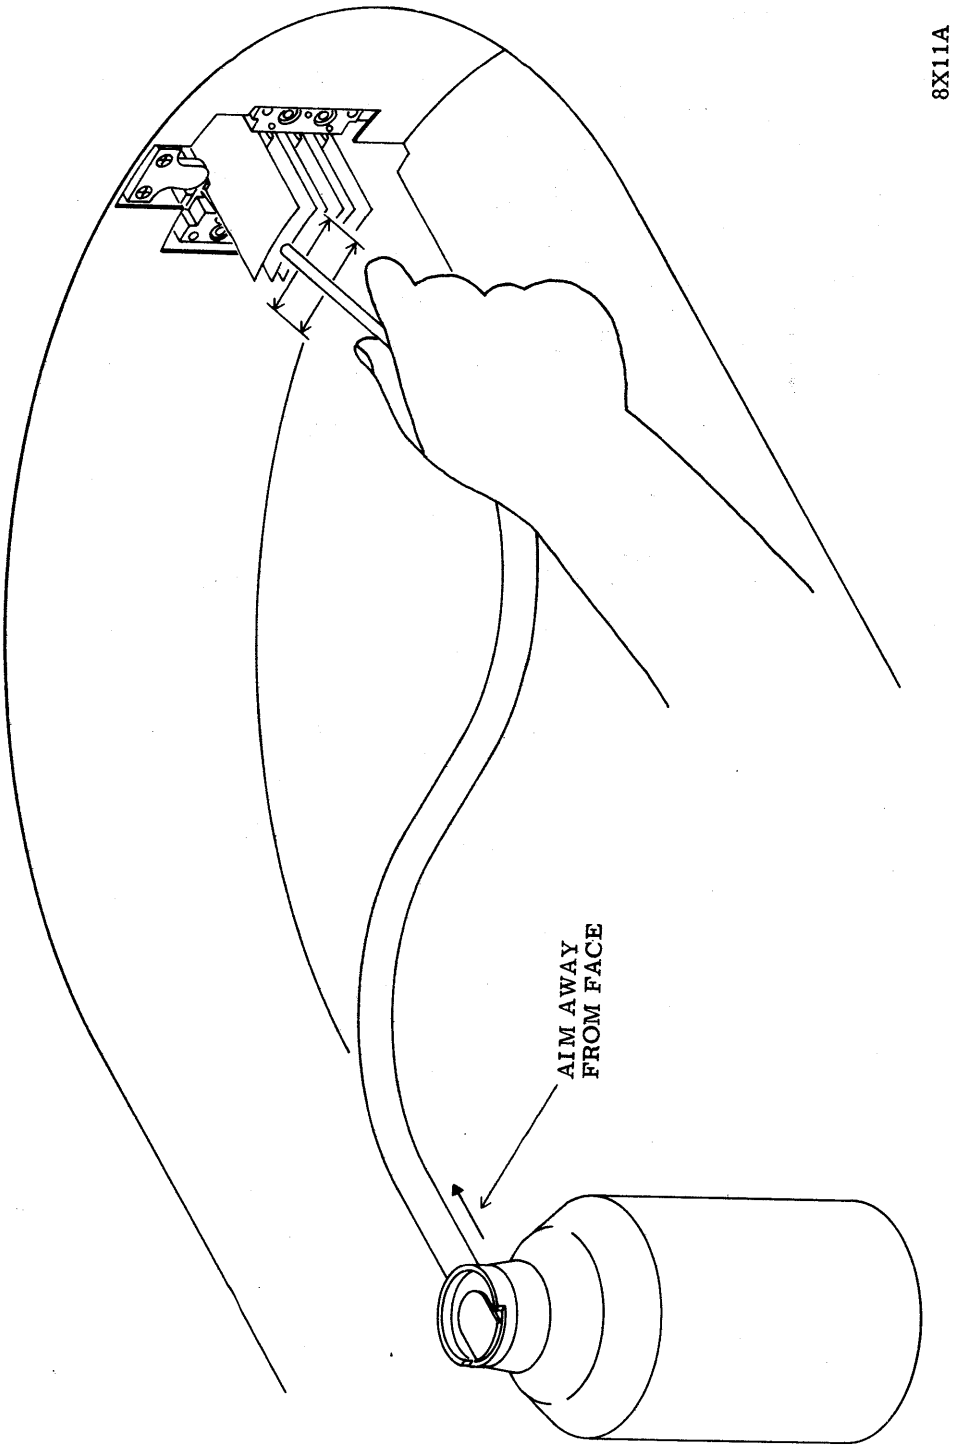

Figure 2-8. Using Super Dry Dust Remover
a. Connect plastic hose to nozzle of super dry dust remover can. (See figure 2-8.)